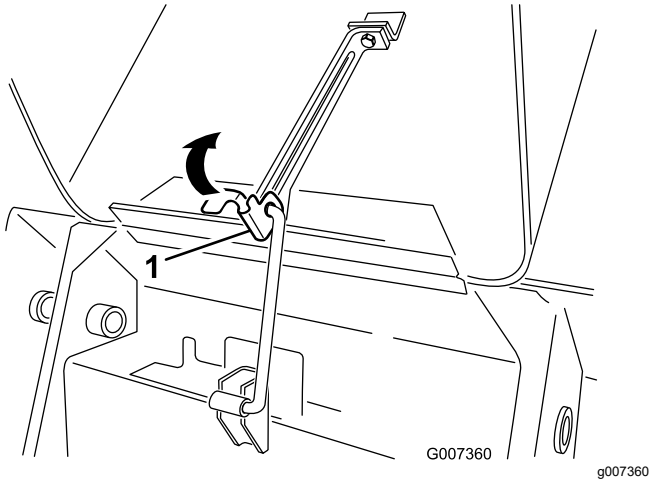

Rysunek 25
1. Unieś za uchwyt zabezpieczający podpórkę (Rysunek 25)